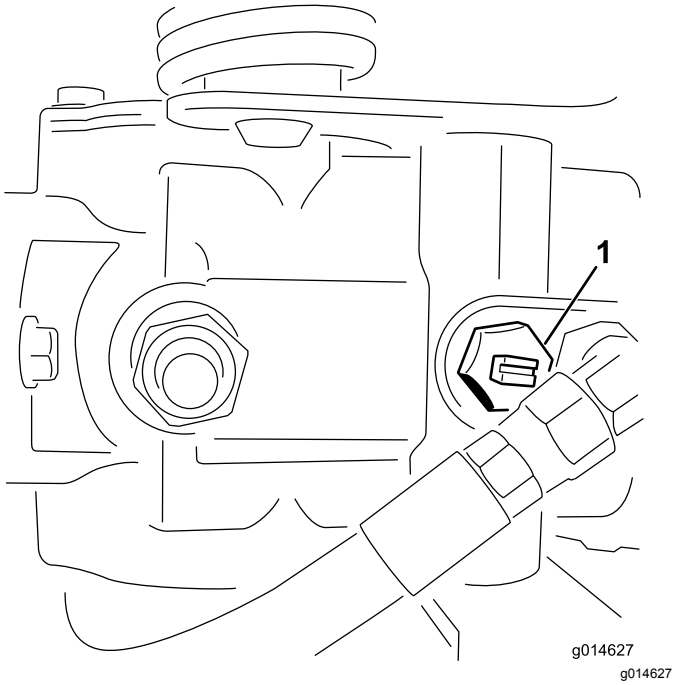

Figur 24
1. Lokalisera överströmningsventilen på pumpen och vrid den så att skåran är lodrät (Figur 24).
2. Stäng överströmningsventilen genom att vrida den så att skåran är vågrät (Figur 24) innan du startar motorn.